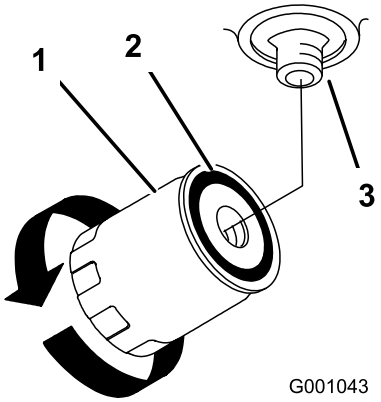

Figuur 80
4. Smeer een dun laagje hydraulische vloeistof op de rubberen pakking van het nieuwe filter (Figuur 80).
7. Vul de hydraulische tank met hydraulische vloeistof totdat de vloeistof over het filter stroomt. Draai vervolgens het oliefilter rechtsom totdat de rubberen pakking contact maakt met het filtertussenstuk. Draai het filter daarna met de hand nog een extra 1/2 slag vast (Figuur 80).